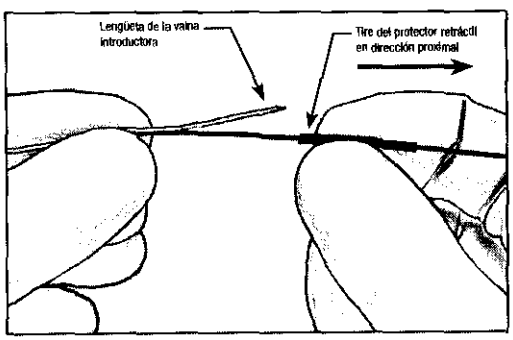

Figura 3 – Tire del protector retráctil en dirección proximal
16. Mantenga el dispositivo en posición justamente distal respecto al protector retráctil y tire del protector retráctil desde una posición proximal para dejar al descubierto la lengüeta de la vaina introductora. Vea la figura 3.